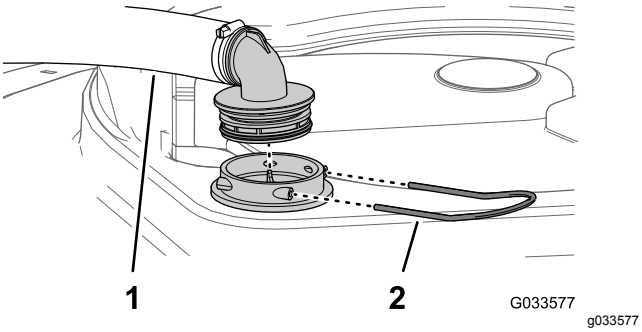

Figur 13
2. Ta bort hållaren som fäster slangnippeln på den stora slangen och filterkåpan på tankens ovansida (Figur 13).
3. Ta bort slangen och slangnippeln från filterkåpan (Figur 13).